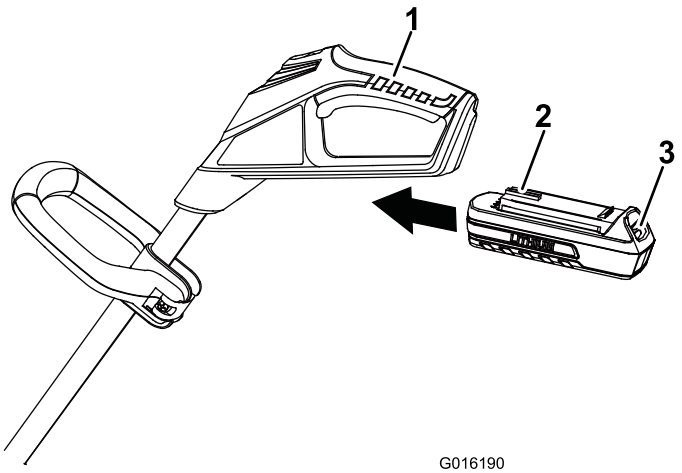

Figura 6
1. Alinee la lengüeta de la batería con el hueco correspondiente de la carcasa de la empuñadura (Figura 6).
2. Sujete la empuñadura con gatillo (Figura 6).
4. Para arrancar la desbrozadora, deslice el interruptor de bloqueo hacia atrás a la posición de Encendido, y apriete el gatillo (Figura 6).